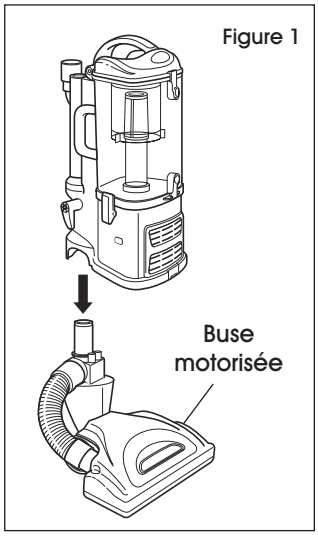

Figure 1
1. Insérez le boîtier dans la buse motorisée jusqu'à ce qu'il s'enclenche en position. (Voir Figure 1)